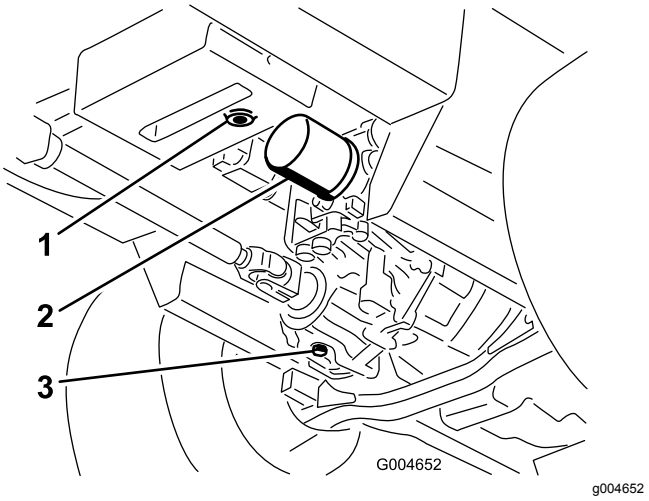

Figur 58
3. Plasser et stort tappefat under den hydrauliske beholderen og girkassen og fjern pluggene, all hydraulikkvæske blir da tappet (Figur 58).
4. Rengjør rundt hydraulikkvæskefilteret, og fjern filteret (Figur 58).